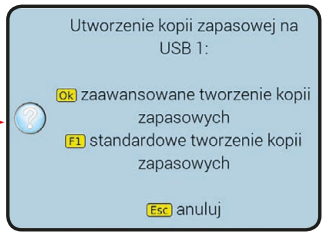

Rys. 301
- Wybrać pozycję **Usuń wszystkie pliki backup z USB1** (Rys. 301) i nacisnąć OK.